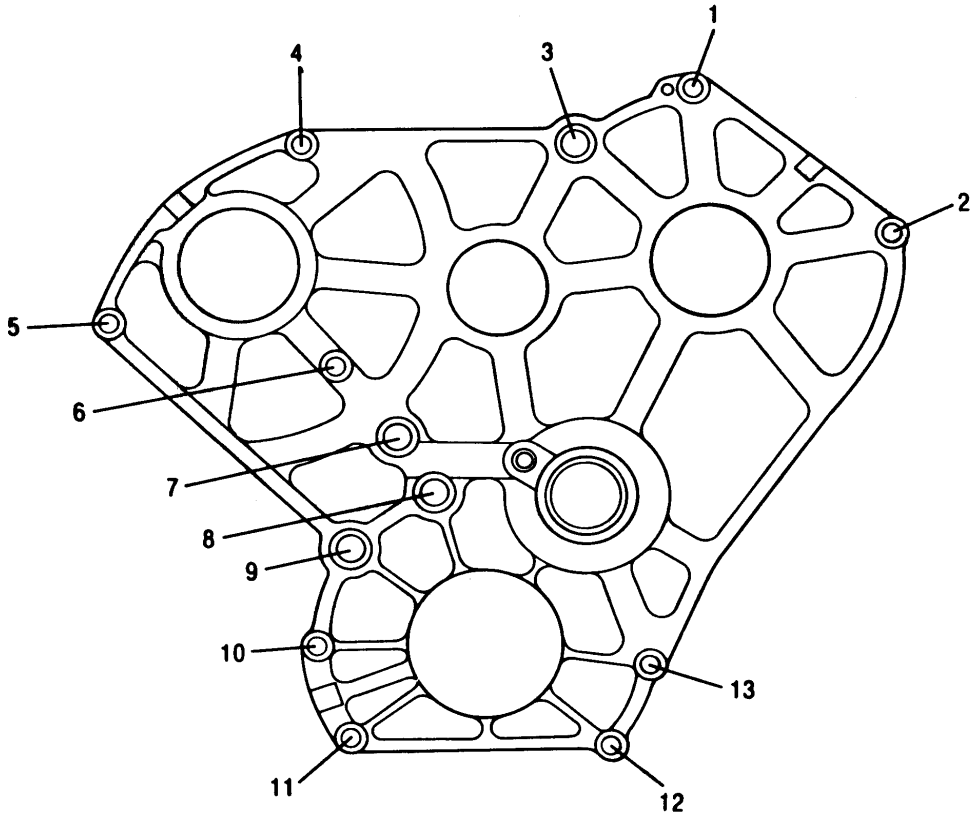

Figure 22. Inner Diaphragm Nut Tightening Sequence
(4) Seat (inner) diaphragm by torquing nuts in sequence at locations 8, 10, and 13 (figure 22) 100 lb in. then loosen to zero torque. (QA)
(5) Torque all nuts 140–180 lb in. in numerical sequence shown (figure 22). (QA)
(6) Install cotter pins (13). Do not bend tangs until bearing bore alignment check is completed. Refer to paragraph 18, this WP.